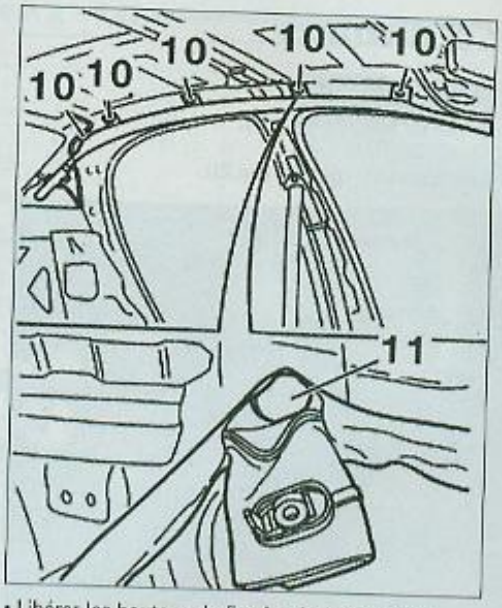

FIG. 21
- retirer le tirant (9) de ces fixations.
• Déposer les vis centrales (10) de l'airbag (Fig.21).